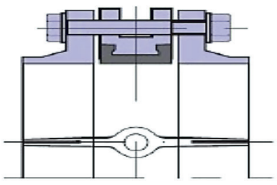

Рис. 5
6. Отцентрируйте поворотный затвор и слегка закрутите болты (шпильки), но не затягивайте их. Откройте диск поворотного затвора до положения «полностью открыто» (рис. 5).